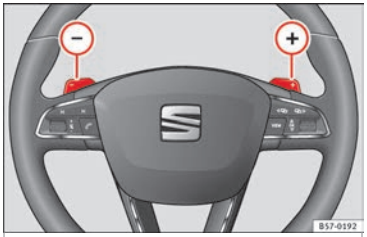

Rys. 182 Kierownica: łopatki automatycznej zmiany biegów
– Wcisnąć łopatkę zmiany biegów ⊕ aby zmienić bieg na wyższy ››› **rys. 182**.